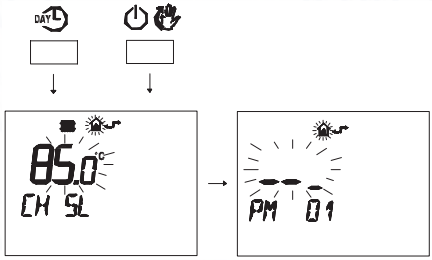

Fig. 7.37
- Press buttons DAY and ⏻ at the same time to enter transparent programming (Fig. 7.37).